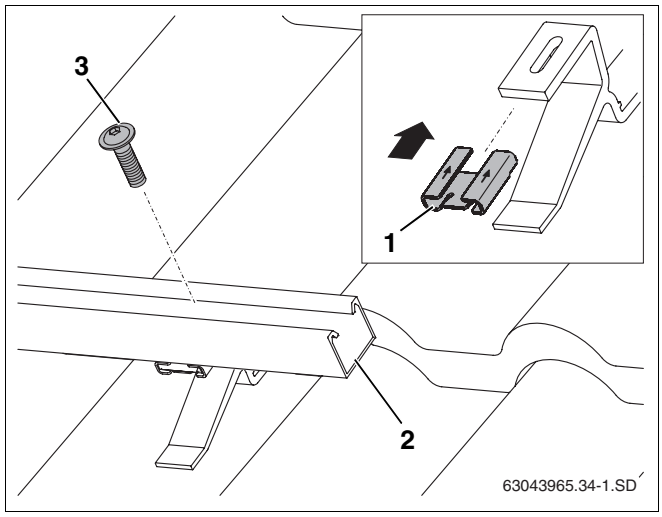

Rys. 32 Zamocowanie szyn profilowanych na hakach dachowych
- Wsunąć nakrętkę prostokątną (rys. 32, **poz. 1**) na hak dachowy w kierunku pokazywanym przez strzałkę.
- Ułożyć dolne szyny profilowane (rys. 32, **poz. 2**) na hakach dachowych i lekko przykręcić śrubę M8 (rys. 32, **poz. 3**), tak aby można było ustawić szyny profilowane.